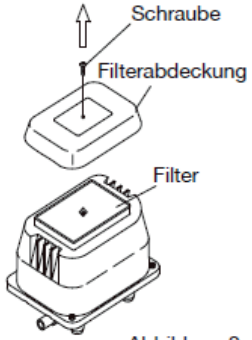

Abbildung 2
③ Nehmen Sie die Filterabdeckung ab (Abbildung 2). Halten Sie sie an beiden Enden fest und ziehen Sie sie nach oben ab.